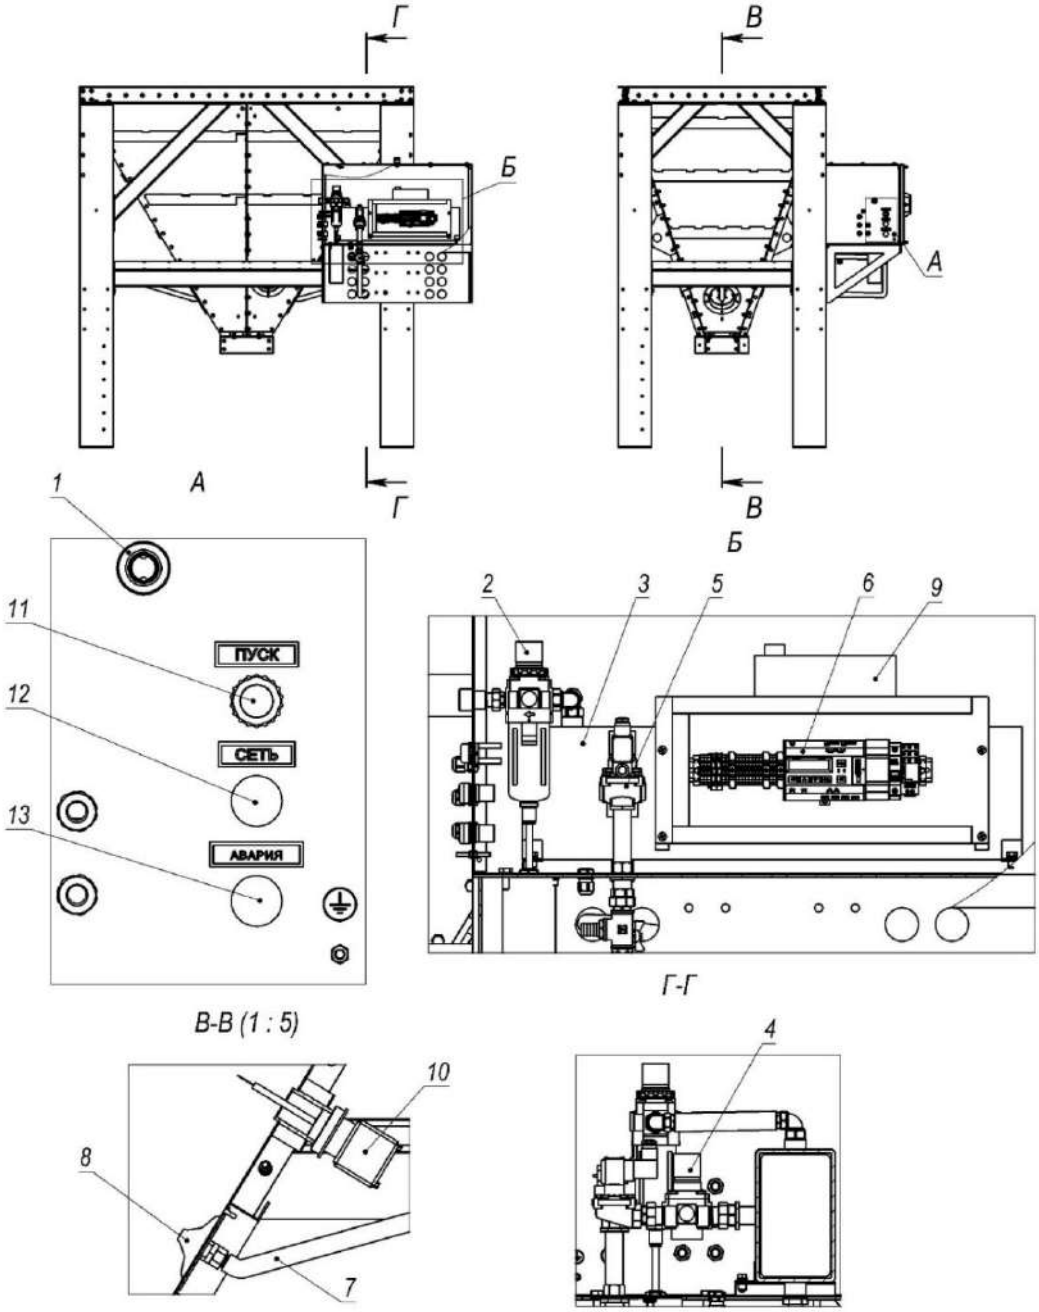

Рисунок 2
3.4.7 В коробе системы пневмообрушения при помощи обогревателя (рисунок 2, поз. 9) поддерживается постоянная положительная температура (исполнение WP).
3.4.8 В качестве опции также может устанавливаться датчик уровня (рисунок 2, поз. 10), он сигнализирует о некорректной работе системы пылевыгрузки.